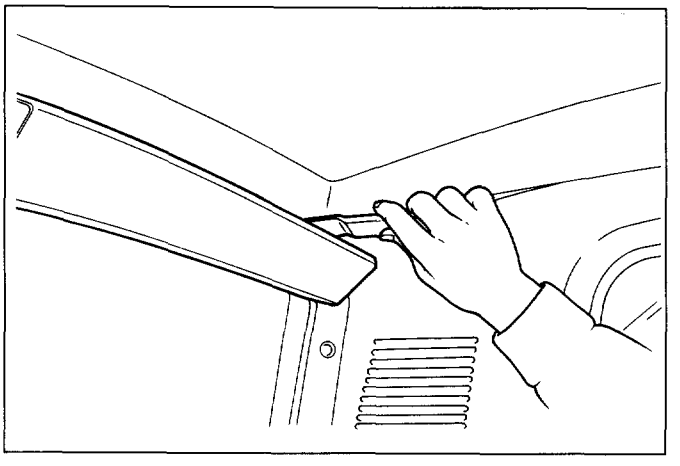

Fig. 10-108
5. **Rear roof trim cover (Fig. 10-108)**